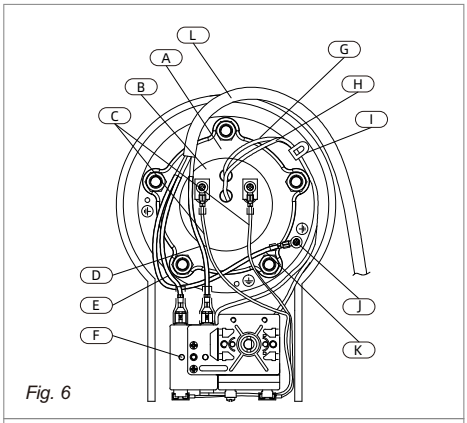

Fig. 6
- Retirez le cordon d'alimentation L de la partie en plastique. (Fig.6)
- À l'aide d'un tournevis cruciforme, dévisser la vis cruciforme 3 en 1 J sur les bornes de l'élément chauffant du fil rouge J et du fil bleu C. (Fig.6)
- Retirer le clou de fil I et appuyer sur le capillaire du thermostat G et le capillaire de la coupure thermique H, et le sortir de l'ouverture du tube borgne. (Fig.6)
- Desserrer les 5 écrous et la rondelle élastique de la plaque de pression de l'élément chauffant A avec le manchon, et sortir la plaque de pression de l'élément chauffant A. (Fig.6)
- Retirer l'élément chauffant B. (Fig.6)